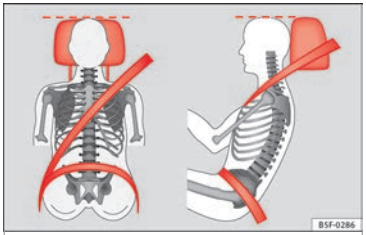

**Fig. 96** Correctly adjusted head restraint as viewed from the front and the side.
– Adjust the head restraint so that its upper edge is, as far as possible, at the same level as the top of your head, or at the very least, at eye level **»» Fig. 96**.